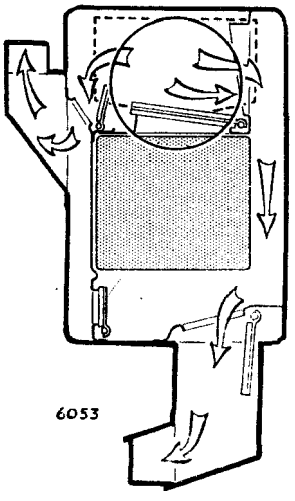

Fig. 4. *Ventilation*
Movement of the "screen" control lever will result in the following sequence of flap-valve operation. (See Figs. 4—7).
2. Movement to the "DE-MIST" or "MAX" position opens only the "Cold" screen valve, the "Hot" screen valve remaining closed. (Fig. 4).